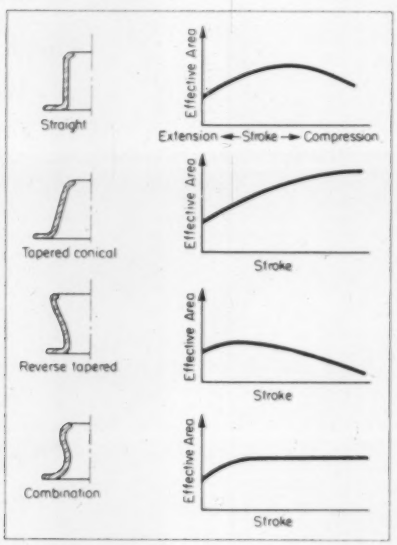

Fig. 11—Influence of pedestal shape on effective-area change. Freedom in choosing a pedestal shape is limited by flex life and stability conditions.
2. Single-convolution bellows, Fig. 9 and 10, lends itself to low frequencies with minimum reservoir size since the bellows has a small volume, yet permits a long stroke. In addition, effective area can be made to decrease with compression to offset the influence of increasing air pressure. Degree of change in effective area can be controlled by the shape of the lower attachment or pedestal. Several of these shapes are illustrated in Fig. 11. Complete freedom in choosing a pedestal shape is limited by flexing life and stability considerations.